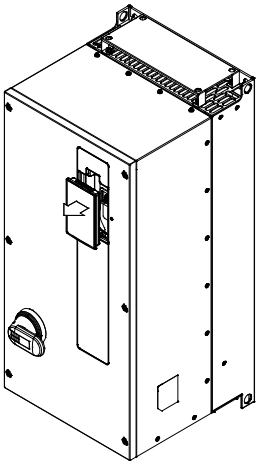

Рис. 2
1. Снимите пульт (см. рис. 2).